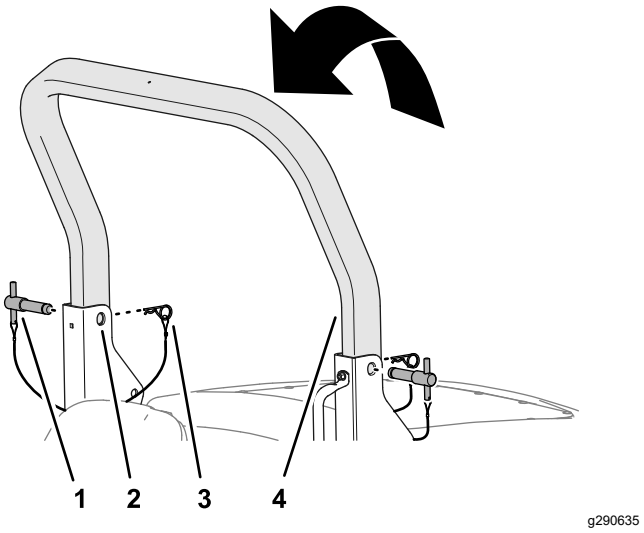

Рисунок 29
3. Поднимите верхнюю защитную дугу так, чтобы отверстия в защитной дуге были совмещены с кронштейнами осей поворота (Рисунок 29).
4. Вставьте штифты защитной дуги в верхние отверстия кронштейнов осей поворота и верхней защитной дуги (Рисунок 29).
5. Закрепите штифты защитной дуги в кронштейнах осей поворота шплинтами (Рисунок 29).